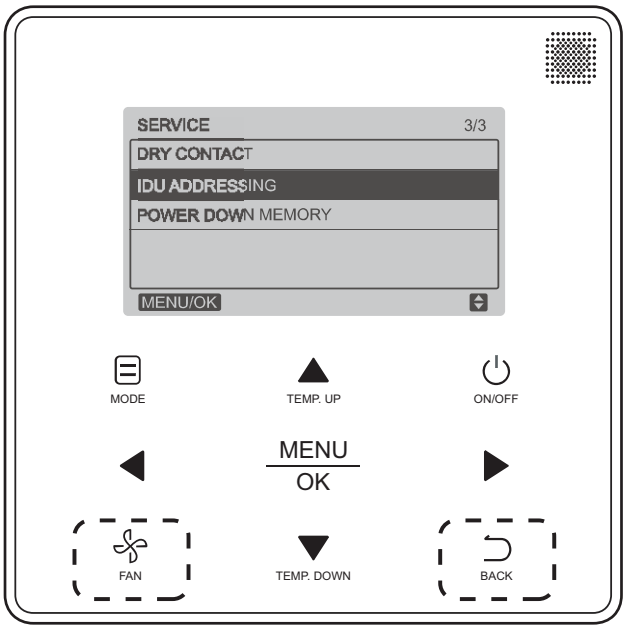

Fig. 47 —Programmable Controller (40VM900003) IDU Addressing Menu
1. Press **FAN** and **BACK** simultaneously for five seconds to access the parameter settings as shown in Fig. 47.